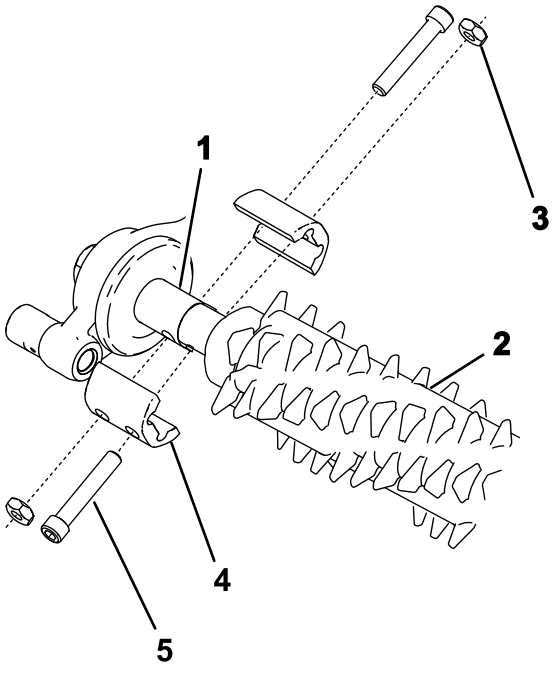

Figur 15
2. Rett inn trimsatsenheten med trimsatsdrivhuset og lederullenhetens drivstyrespindler (Figur 15).
3. Fest trimsatsen på maskinen som vist i Figur 15, med fire bolter (¼ x 1-½ tomme), fire låsemuttere og fire akselklemmer.